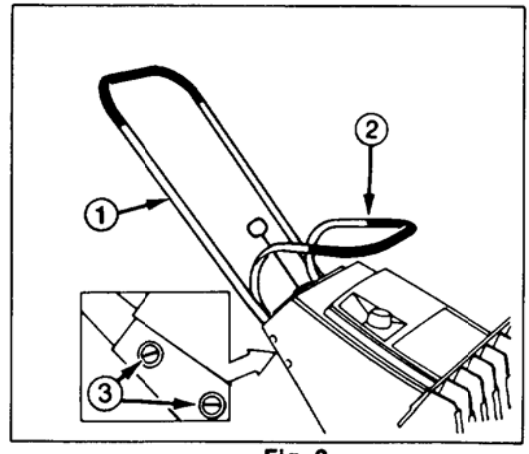
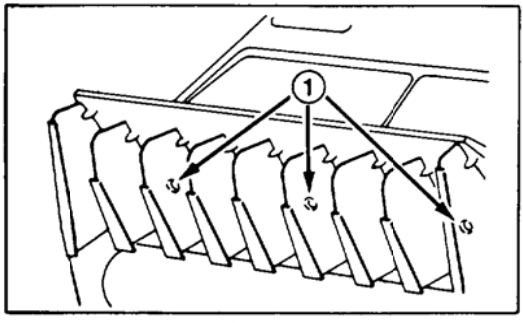

Fig. 2
Fig. 11
INSTALL UPPER HANDLE (Fig. 2)
REPLACING SPARK PLUG (Fig. 11, 12 & 13)
1. REMOVE SHROUD — Remove three screws at front housing (Fig. 11) and two self-tapping screws holding both sides of upper shroud (Fig. 2). Remove fuel tank cap and lift off shroud. Reinstall fuel tank cap.